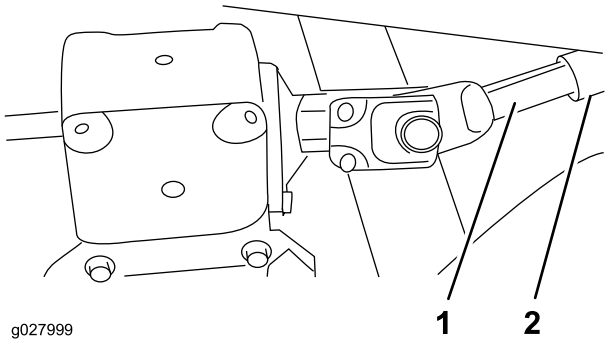

Figur 2
5. Stäng av motorn och skjut av klippenheten från traktorenheten. Separera kraftuttagsaxelns han- och hondelar (Figur 2).